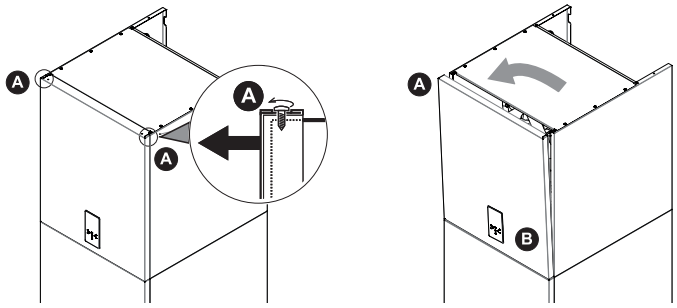

Abb. 15 - Demontage der Frontplatte
- Die Schrauben A teilweise lösen (siehe "Abb. 15 - Demontage der Frontplatte").
- Die Platte B herausziehen und aus den oberen Befestigungen aushaken (siehe "Abb. 15 - Demontage der Frontplatte").